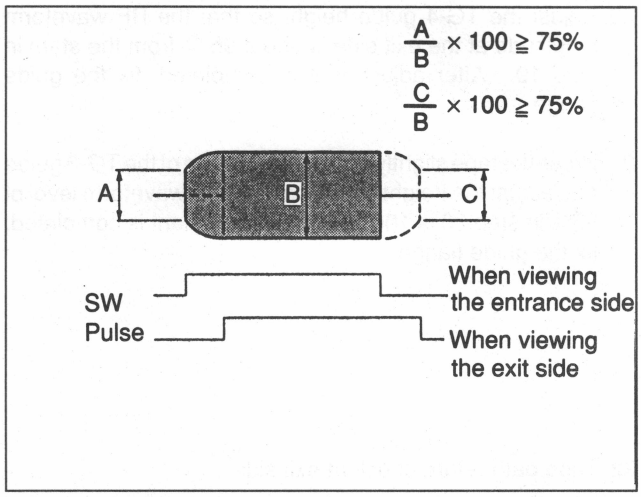

Fig. 8-5-17. Overall RF Contact (1)
25. Set the switch position of an oscilloscope so that the entrance and exit sides of the RF waveform can be viewed. (Refer to Fig. 8-5-17.)